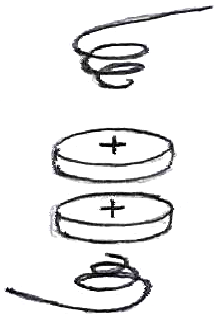

Fig2
e. Replace the lithium batteries CR2032 as show in figure 2